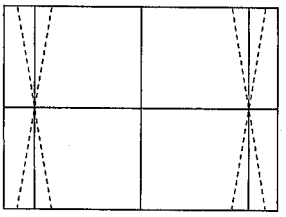

Abb. E8
- Mit den Pfeiltasten " ◀ " und " ▶ " die vertikalen Linien im Randbereich parallel zum Bildschirmrand stellen (siehe Abb. E8).